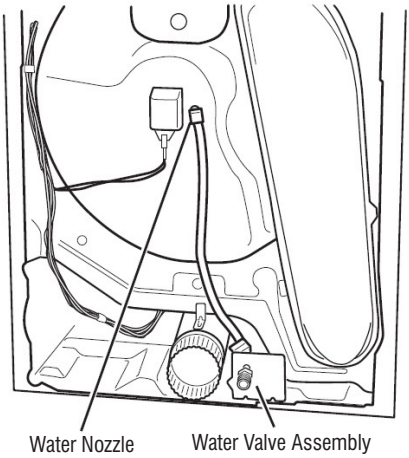

Figure 15 - Water Valve.
Activate the Service Diagnostic Mode and then select the User Interface/Control System Test (see page 4). Perform the diagnostic test "Console ID, Motor, Heater, and Water Valve." Verify that water is being sprayed into the drum. See Figure 15, page 21.
- Check that the hose and wires are connected to the water valve assembly (see Figure 15).